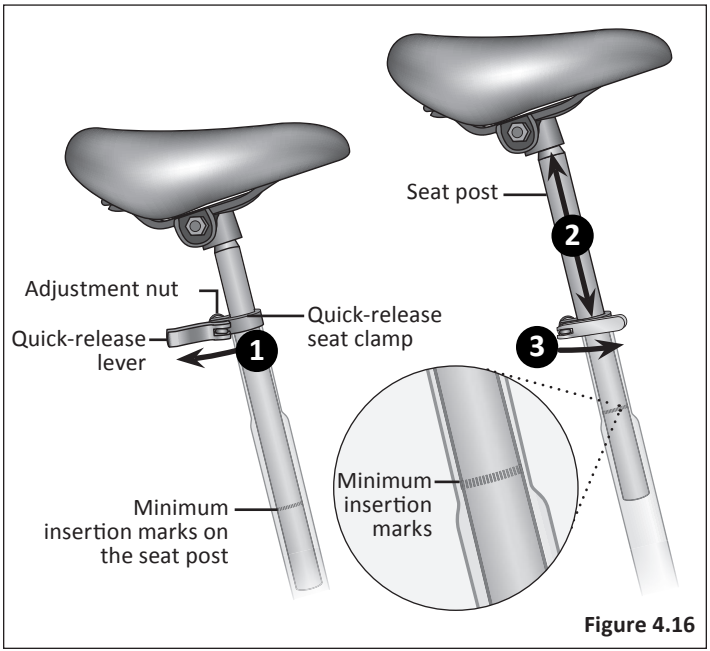

Figure 4.16
1. Unlock the quick-release lever. **Figure 4.16**